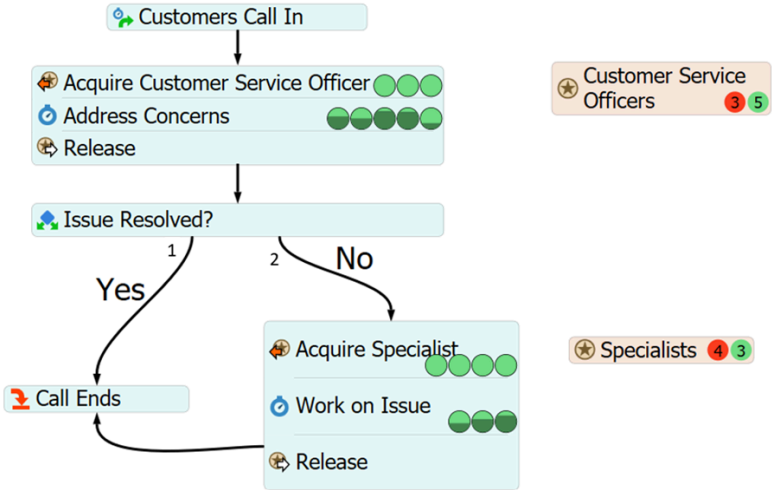

Figure 6a: FlexSim Process Flow Simulation
**Q12.** Jack is using a FlexSim Process Flow model to study a customer service process at a call center. Figure 6a shows a snapshot of the simulation.